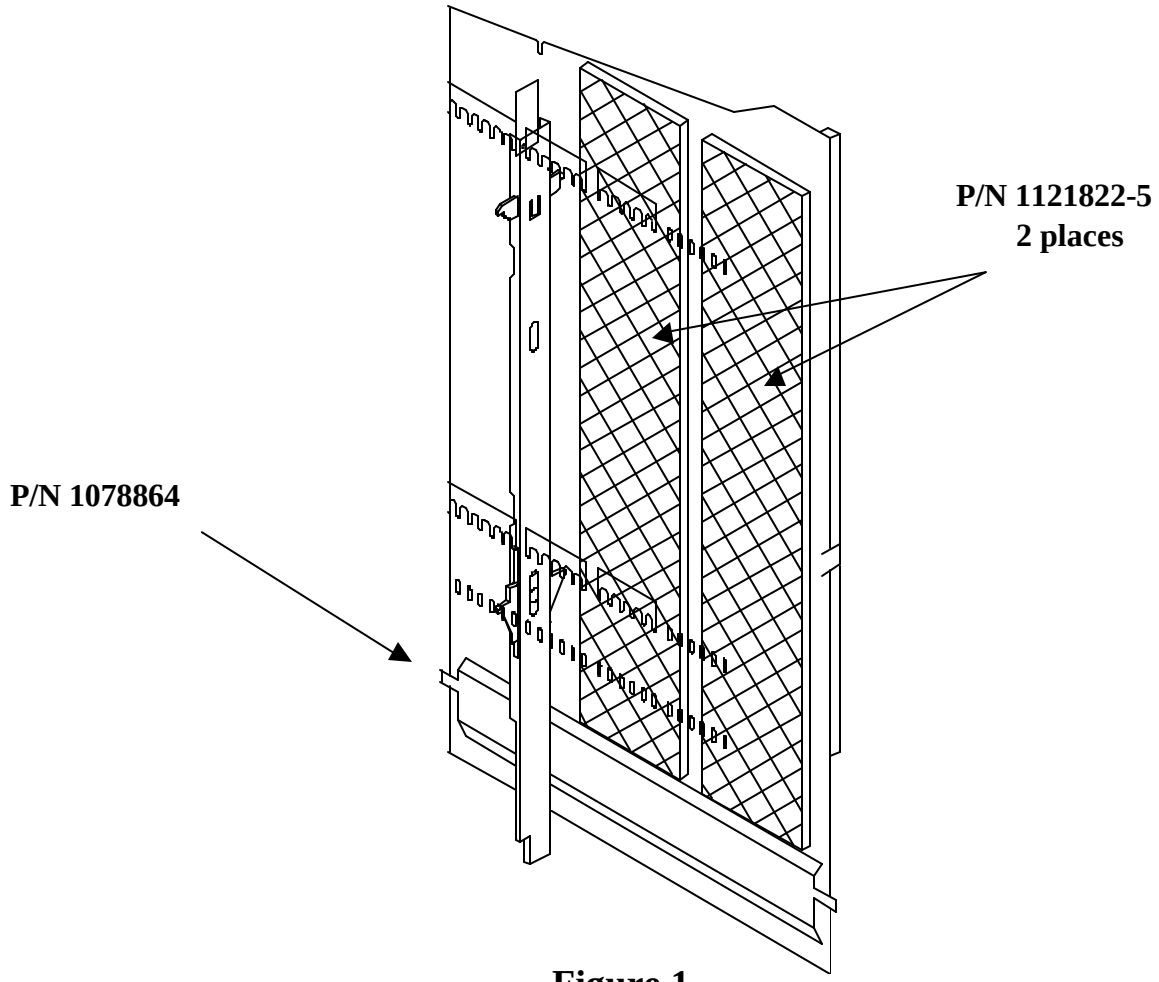

Figure 1
***Install magnetic column spacers into right side of partition above product side spacer (See Figure 1 for installation detail)**
Installation (see Figure 1)
Locate pads as shown in Figure 1 above the product side spacer.